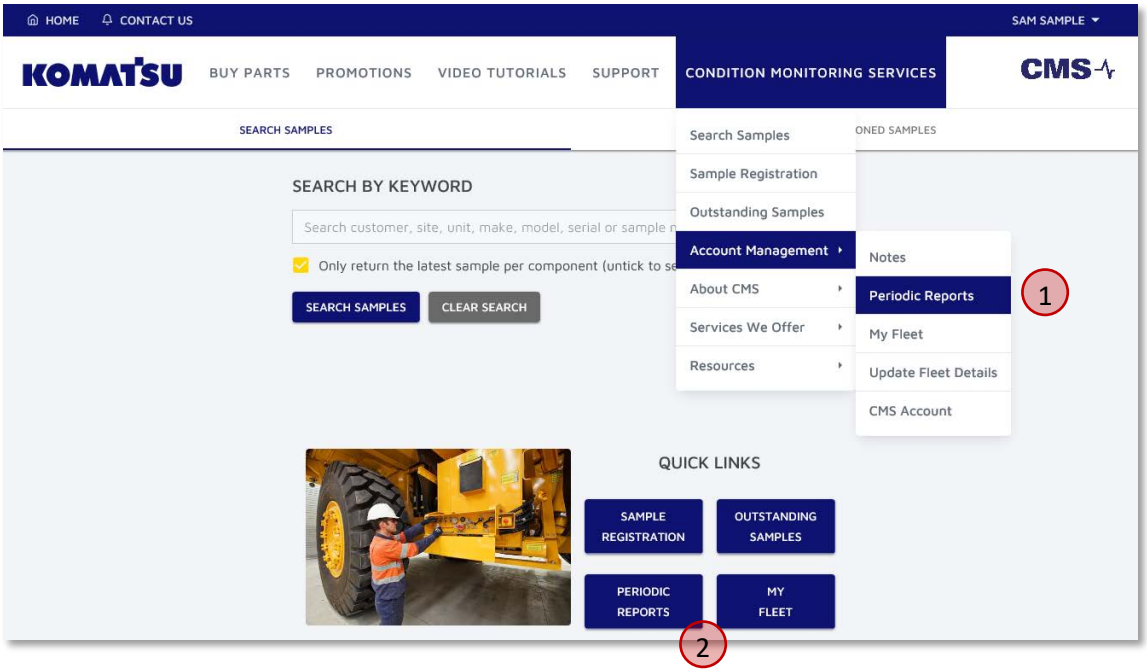

Figure 7.1 Accessing the Summary Reports Page
Reports at these higher-levels are available through the menu, by selecting **Condition Monitoring Services → Account Management → Reports** (① in Figure 7.1). Alternatively, this is also available as a quick link on the home screen of the page (② in Figure 7.1).